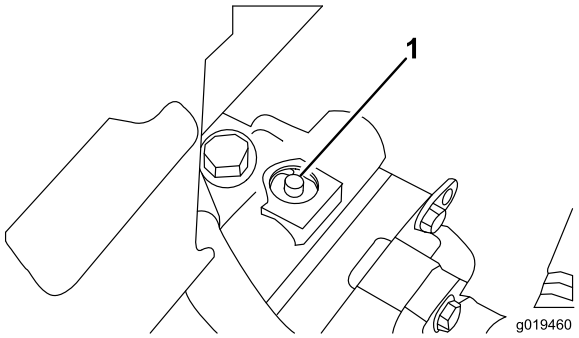

Bild 37
1. Das Sicherheitsventil befindet sich oben an der stufenlosen Pumpe (Bild 37). Drehen Sie das Ventil um 90 Grad, um es zu öffnen, damit Öl intern umgelenkt wird. Weil das Öl abgelenkt wird, lässt sich die Maschine ohne Schäden am Getriebe langsam bewegen.